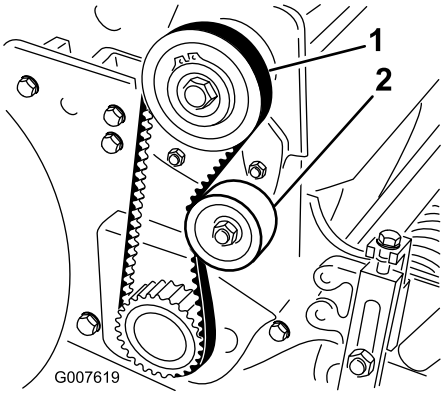

Rysunek 35
2. Sprawdź napięcie, naciskając pasek w połowie rozpiętości między kołami (Rysunek 35) z siłą od 18 do 22 N. Ugięcie paska powinno wynosić 6 mm.
A. Poluzuj nakrętkę mocującą koło pasowe luźne i obróć je w kierunku zgodnym z kierunkiem ruchu wskazówek zegara w stronę tylnej części paska aż do uzyskania wymaganego napięcia paska (Rysunek 35).